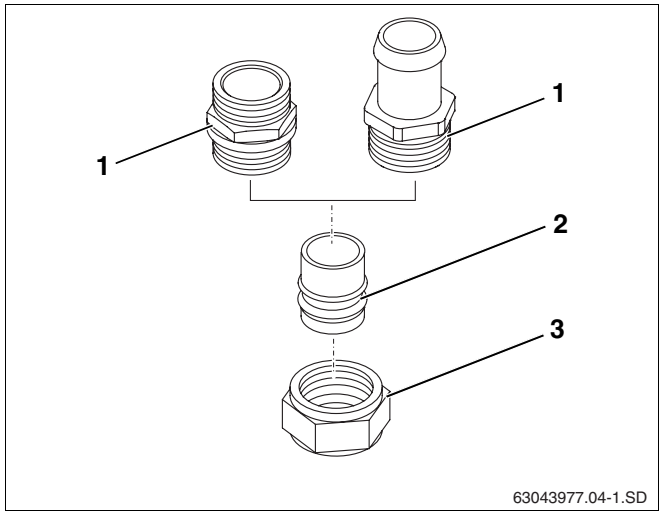

Afb. 3 Klemringen op collectoraansluitingen vervangen
- Verwijder de wartelmoeren van de aansluitdelen en vervang de klemringen door de verloopringen 18 mm × 15 mm (afb. 3, **pos. 2**).